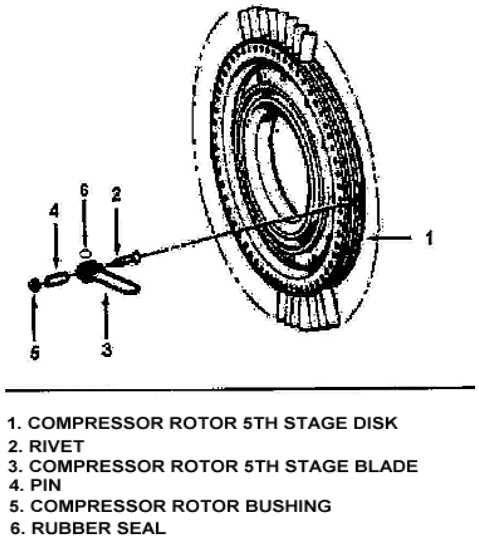

Figure 2. Blades, Compressor Rotor Fifth Stage – Installation
c. BLADES, COMPRESSOR ROTOR FIFTH STAGE – INSTALLATION, ALTERNATE PROCEDURE. (Figure 2)
(1) Place 5th stage disk (1, Figure 2) on bench, rear face down.
(2) Assemble 1 blade (3) into disk (1) with concave side up.
(3) Install seal (6, figure 2) flat side out, to center rail of disk behind left side of blade under platform seal.
(4) Secure blade with nylon pin P/N 10303–C inserted through holes in blade and disk.
(5) Going in a clockwise direction, install remaining seals and blades to disk and secure with nylon pins P/N 10303–C per previous instructions.
(6) Install pins (4, Figure 2) as follows:
(b) While holding blades firmly in place against seal, install pin (4, Figure 2) down through holes in disk and blade while pushing nylon pin P/N P10303–C free of disk.